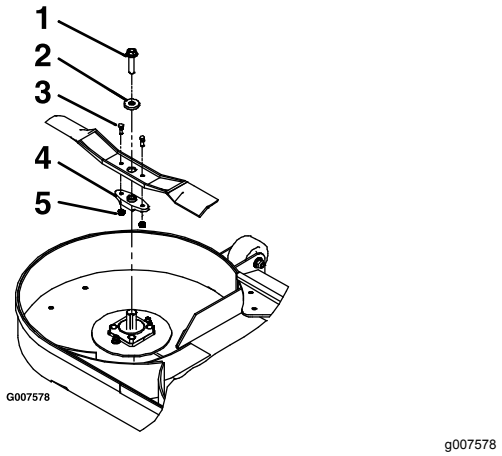

Figuur 74
3. Verwijder het mes, de onderlegring, en de mesbout waarmee het mes en het aandrijfstuk bevestigd zijn (Figuur 74).
4. Neem het aandrijfstuk van het oude mes (Figuur 74).
1. Monteer het aandrijfstuk op de nieuwe maaimessen met de breekbouten en borgmoeren (Figuur 74).
3. Monteer het mes, onderlegring, en mesbout op de spilas (Figuur 74).